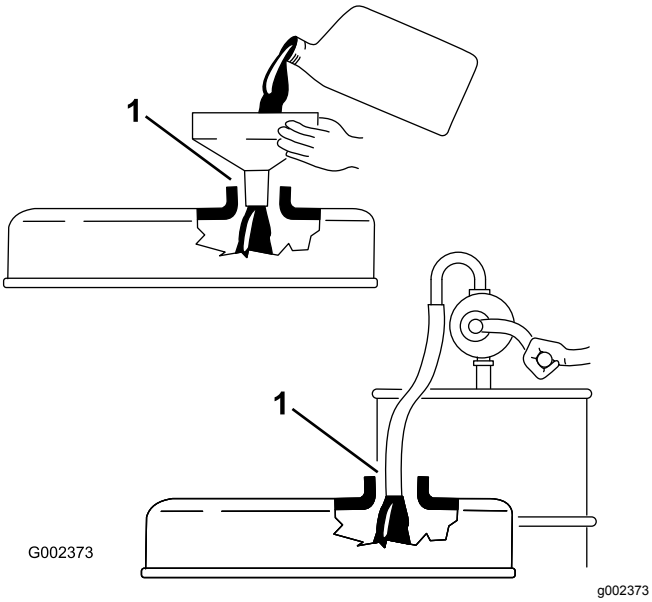

**Rysunek 30**
***Ważne:*** **Przed nalewaniem oleju do silnika należy wyjąć wskaźnik poziomu. Podczas uzupełniania oleju silnikowego lub napełniania skrzyni korbowej olejem pomiędzy urządzeniem napełniającym olej a otworem wlewowym w pokrywie zaworu *musi występować* wolna przestrzeń, jak pokazano na Rysunek 30. Ta wolna przestrzeń jest konieczna do usuwania powietrza podczas**